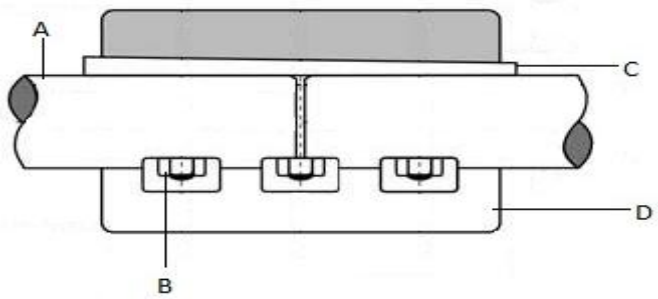

FIGUUR 1
1.3 Bestudeer FIGUUR 1 hier onder wat 'n koppeling aantoon en beantwoord die vrae.